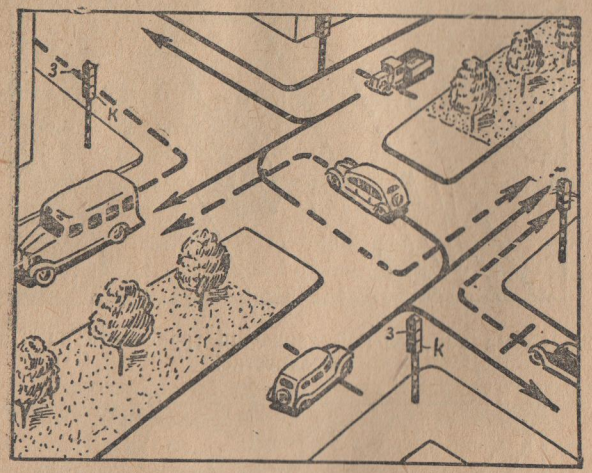

Рис. 21. Схема направлений движения транспорта при пересечении проезда с односторонним движением.
1. Поворот транспорта направо в прилегающий проезд, если: а) это не мешает транспорту, движущемуся слева в поперечном направлении (такое положение обозначено на рис. 21 пунктирными линиями); б) отсутствуют указатели, запрещающие правый поворот при красном сигнале; в) линия «Стоп» не доведена до борта тротуара; г) при повороте не придется предварительно пересечь трамвайные пути.
2. Поворот транспорта налево в проезды, по которым установлено движение только в одном направлении, если: а) это не помешает транспорту, движущемуся справа в поперечном направлении; б) отсутствуют указатели, запрещающие поворот налево при красном сигнале; в) линия «Стоп» не доведена до осевой линии или резервной зоны. Схема направлений движения транспорта при пересечении проезда с односторонним движением показана на рис. 21. Пунктирными линиями указаны направления, движение в которых разрешается при красном сигнале, если это не помешает транспорту, движущемуся в основных направлениях (основные направления показаны сплошными линиями).